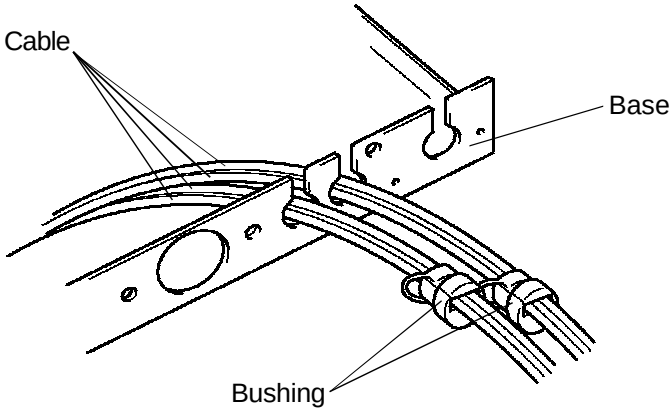

Fig. 14
6) Remove two blind bushings from the unit base and attach the cables to the unit base using the bushings attached to the Float Switch. See Fig. 14.